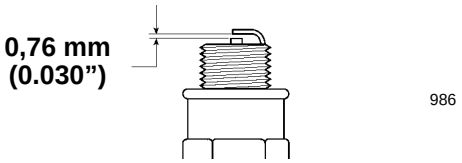

Abbildung 27
5. Den Elektrodenabstand an der neuen Zündkerze auf 0,76 mm (0.030”) einstellen (Abb. 27).